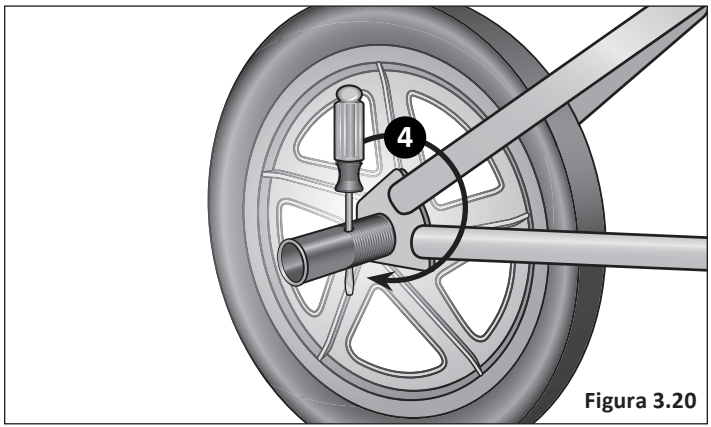

Figura 3.20
4. Introduzca un destornillador o una herramienta similar a través de los orificios de la clavija y apriétela girándola con esta herramienta. **Figura 3.20**